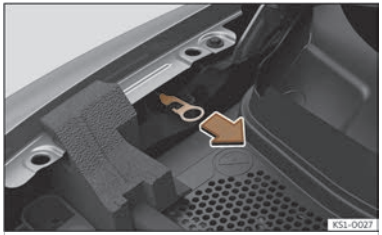

Fig. 60 Between the right wing and the front bonnet hinge: Charging connector manual release mechanism puller.
The handle for manual emergency release is on the right-hand side of the front bonnet compartment, above the charging socket ››› **Fig. 60**.
- Pull the puller ››› **Fig. 60**.